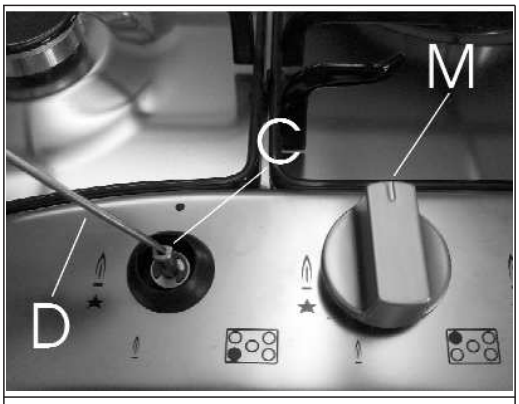

FIG. 13
- Togliere la manopola "M" (fig. 13) del rubinetto fissata per semplice pressione sull'astina dello stesso.
- Introdurre un piccolo cacciavite "D" nel foro "C" (fig. 13) e girare a destra o a sinistra la vite di strozzamento fino a che la fiamma del bruciatore sia regolata convenientemente al " Minimo".